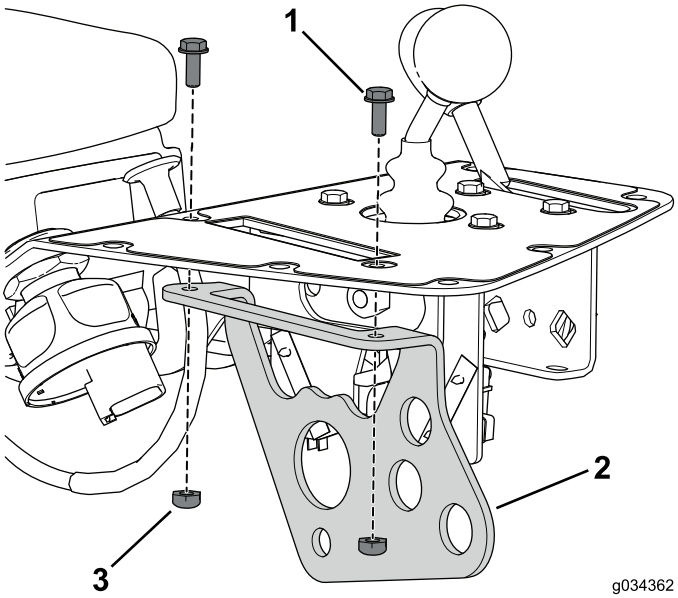

Figura 9
8. Retire y deseche los 2 pernos y tuercas que sujetan el soporte del control funcional a la consola (Figura 9).